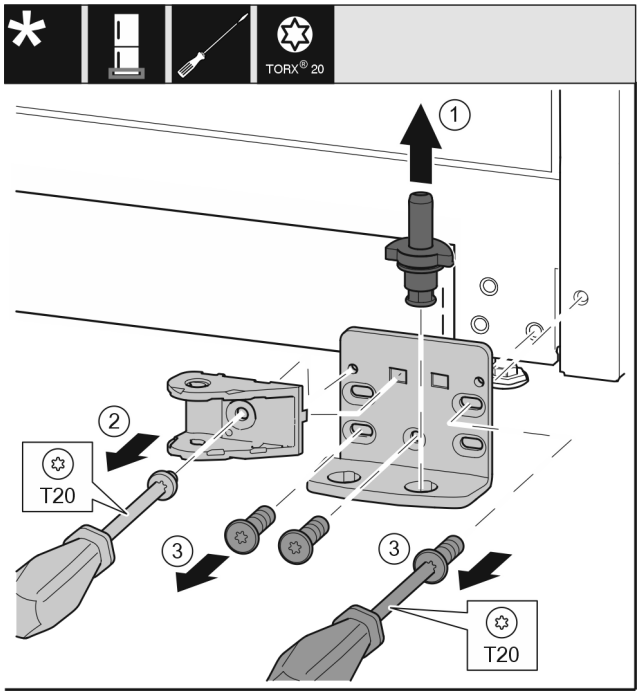

Fig. 30
- ▶ Pilnīgi izvelciet ārā uz augšu gultņa tapu *Fig. 30 (1)*.
- ▶ Ar skrūvgriezi izskrūvējiet skrūvi *Fig. 30 (2)* un noņemiet durvju amortizatora savienojumu.
- ▶ Ar skrūvgriezi izskrūvējiet skrūves *Fig. 30 (3)* un noņemiet gultņa balstu.